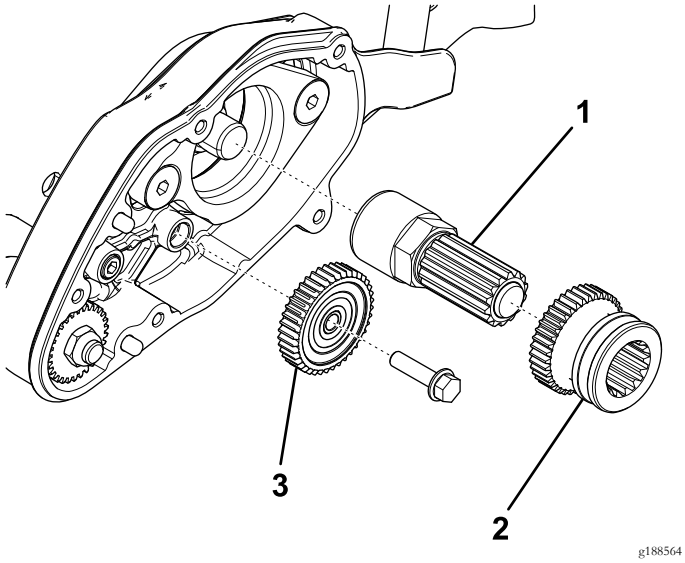

Bild 2
4. Entfernen Sie das Spannscheibenzahnrad mit 40 Zähnen (Bild 2).
5. Entfernen Sie das Antriebszahnrad und die Antriebswelle von der Spindelwellenverlängerung (Bild 2).